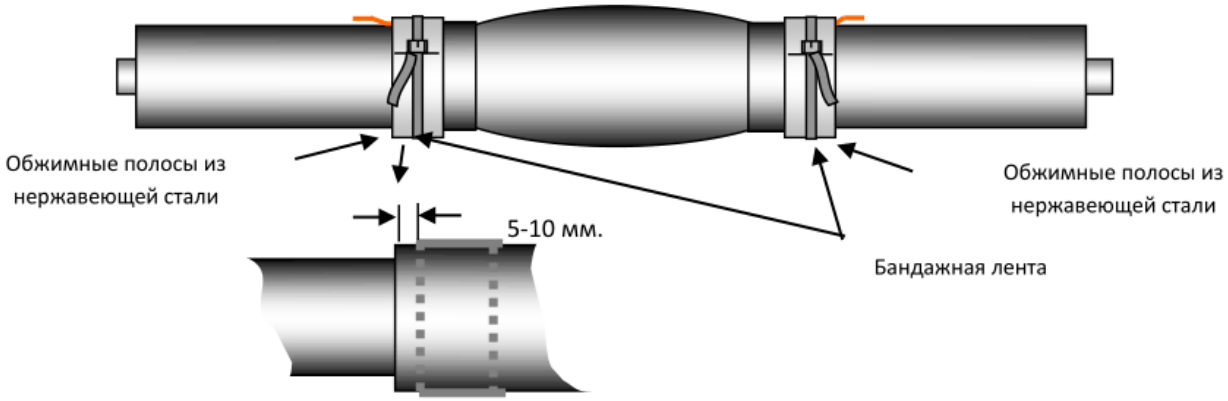

Рисунок 17 – установка обжимных полос
13.6.3 Сразу, после окончания усадки, установить обжимные полосы из нержавеющей стали таким образом, чтобы они не выходили за края муфты на 5-10мм. Концы обжимных полос расположить в положении 2 часа. Нахлест обжимной полосы должен быть в пределах 20-80 мм. (Рисунок 17)